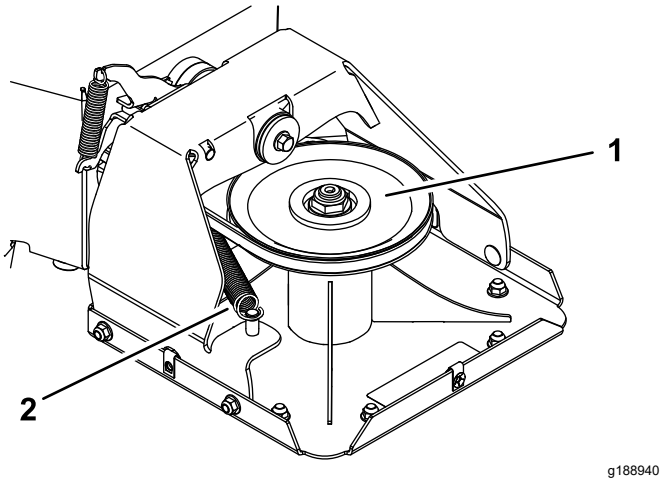
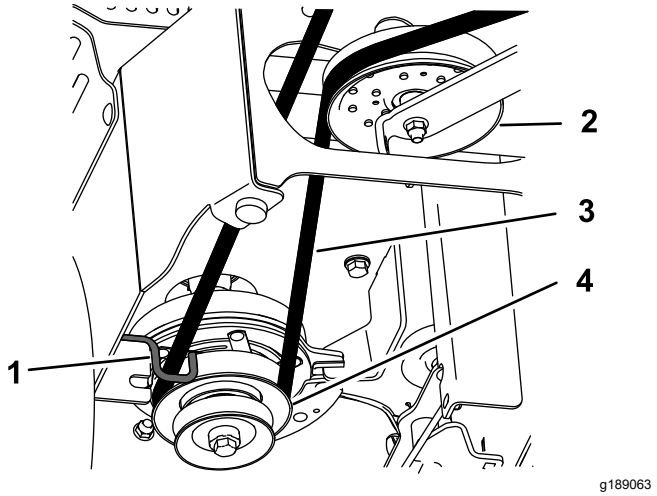

Figura 33
Figura 34
7. Desconecte el muelle de extensión (Figura 33).
9. Pase la correa nueva alrededor de la polea del embrague, a través de la guía de la correa, por la polea tensora, y alrededor de la polea de la carcasa (Figura 33 y Figura 34).
10. Instale el muelle de extensión (Figura 33).